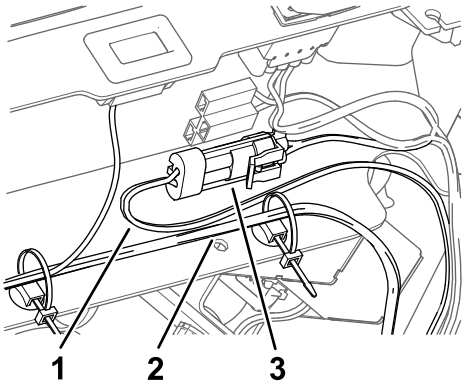

Figur 17
3. Utfør trinnene for ledningssatsen på den andre siden av maskinen (Figur 17).